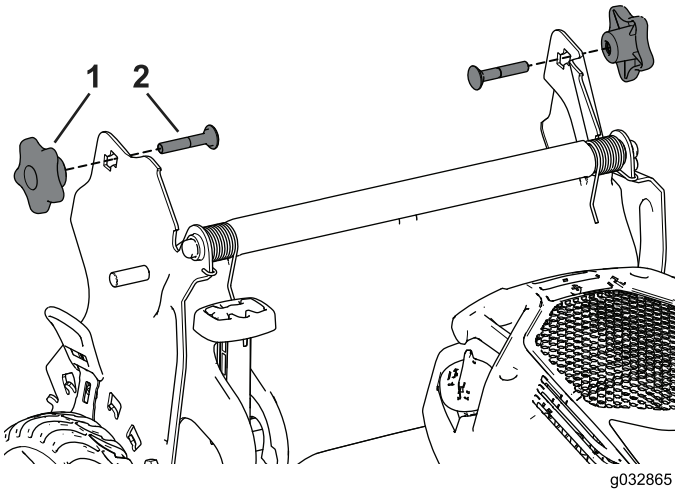

Figur 3
1. Ta bort och spara de två handtagsreglagen och vagnsskruvarna från handtagsfästena (Figur 3).